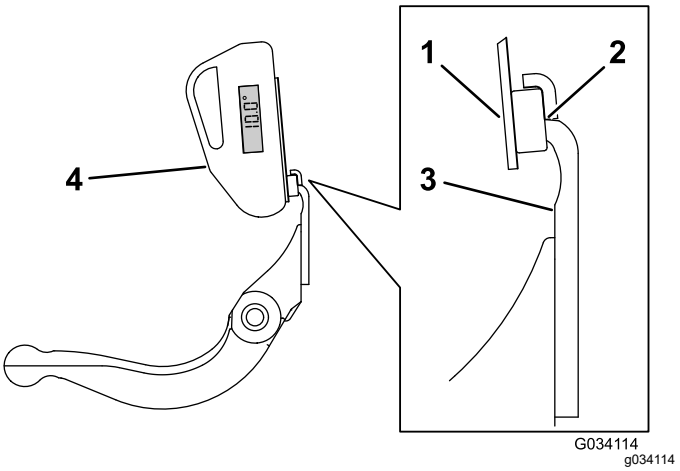

Рисунок 28
3. Установите крепление индикатора угла на кромке неподвижного ножа так, чтобы кромка магнита совпала с кромкой неподвижного ножа (Рисунок 28).
4. Установите индикатор угла на крепление, как показано на Рисунок 28.